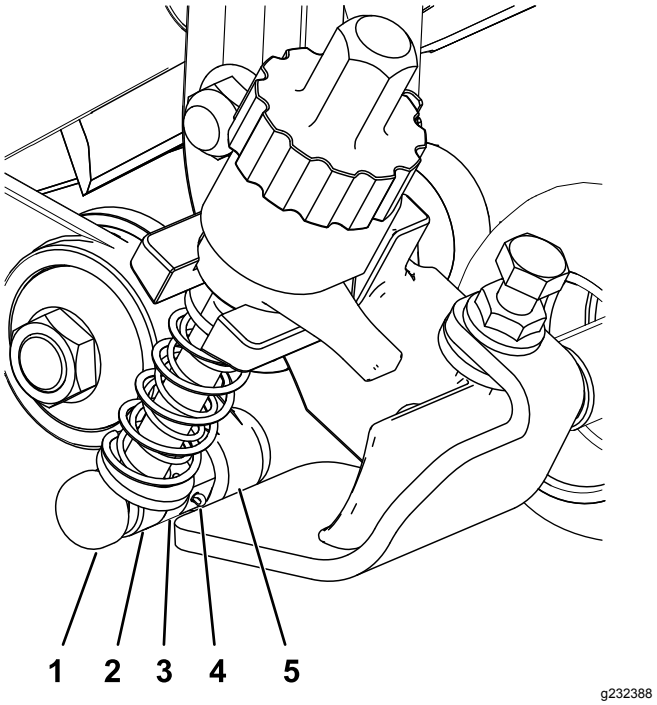

Figur 13
6. Dra åt sexkantshuvudet på drivningslådans axel till 135–150 Nm medan cylindern är fastlåst. Se Figur 13.
3. På sidan med mellanremskivenheten: Rikta in klipphöjdsfästets justerarmsstång med justeringskragen på mellanremskivenheten och säkra den med ett justerstift och en saxpinne (Figur 13).